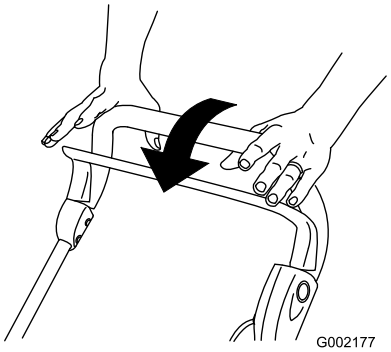

Figuur 18
1. Zet de bedieningsstang vrij (Figuur 18).